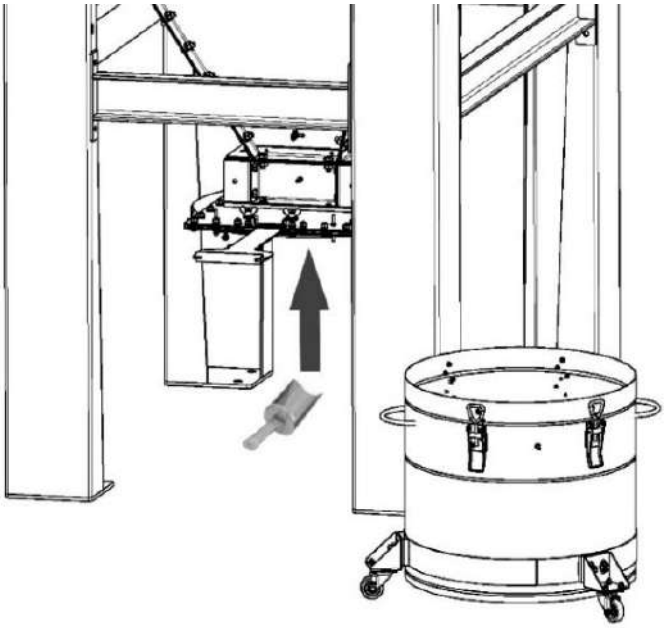

Рисунок 21
4) в отверстие бункера выгрузки пыли с помощью лопатки подавать (подбрасывать) небольшими порциями средство предзапыления, до тех пор, пока в фильтр не всосётся весь объем средства (рисунок 21);